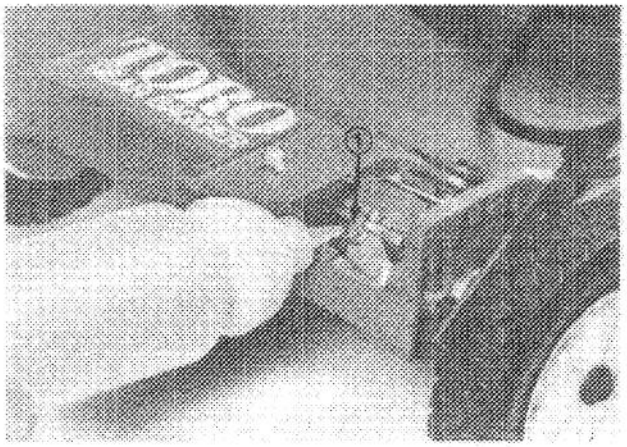

Figure 45
6. Tip gear case upward and add SAE 80W/90 E.P. API Class GL-5, GL-6 gear oil to gear case through oil level check hole (Fig. 45). Add until gear oil leaks out when gear case is levelled.